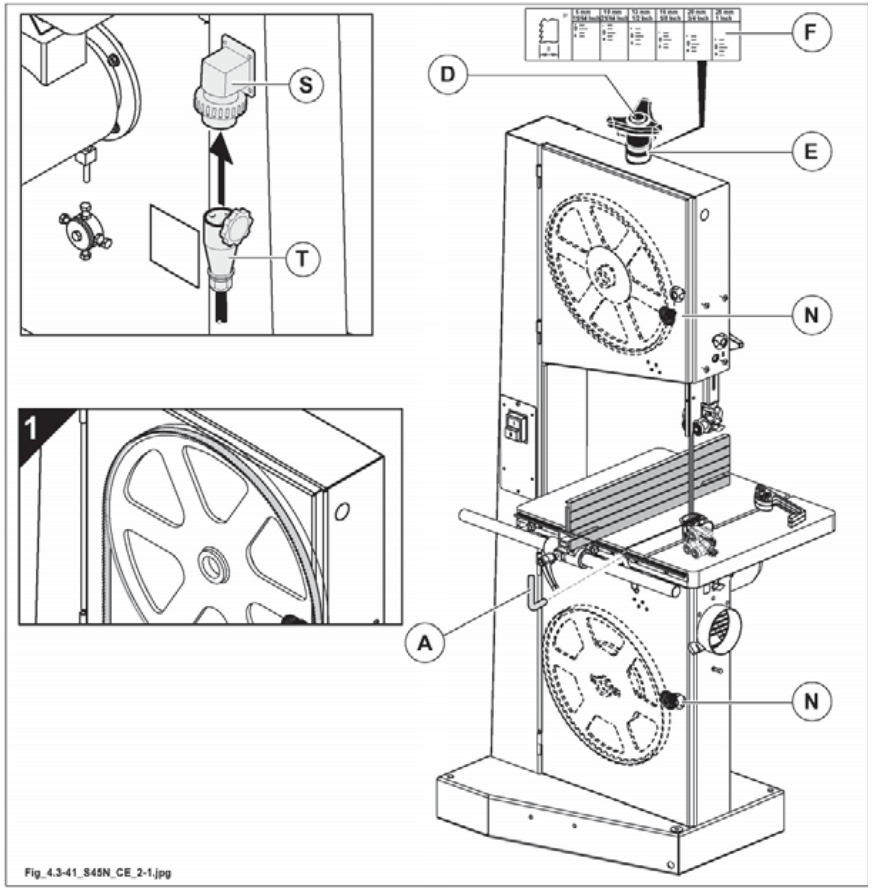

Fig. 6.2
- open the guard doors (N fig. 6.2) of flywheels (opening activates a microswitch which prevents the motor from starting).
- Remove the pin (A fig. 6.2) from the saw surface.
- Fully unloose the blade by means of handle (D fig. 6.2).
- Partially tension the blade with the knob (D fig. 6.2). Turn the flywheels manually until the blade has reached a stable position.
for correct operation the teeth of the saw must project from the edge of the flywheels (see "1" fig. 6.2).
- Perform definitive saw blade tensioning until indicator (E fig. 6.2) is in position "0". Select the reference scale (F fig. 6.2) according to the width of the saw blade.